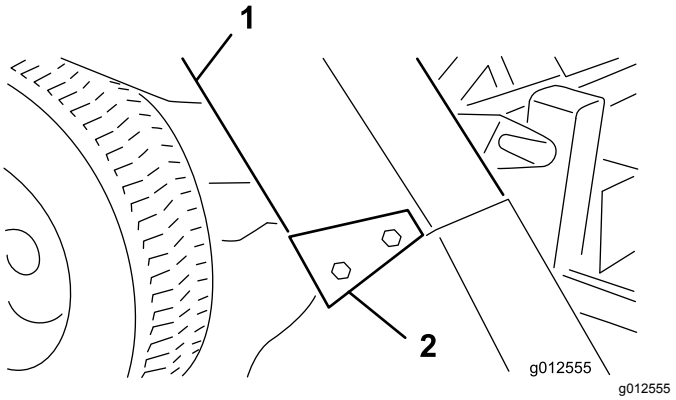

図 29
4. シュートをブロアの開口部と取り付けスタッドにセットする図 29。